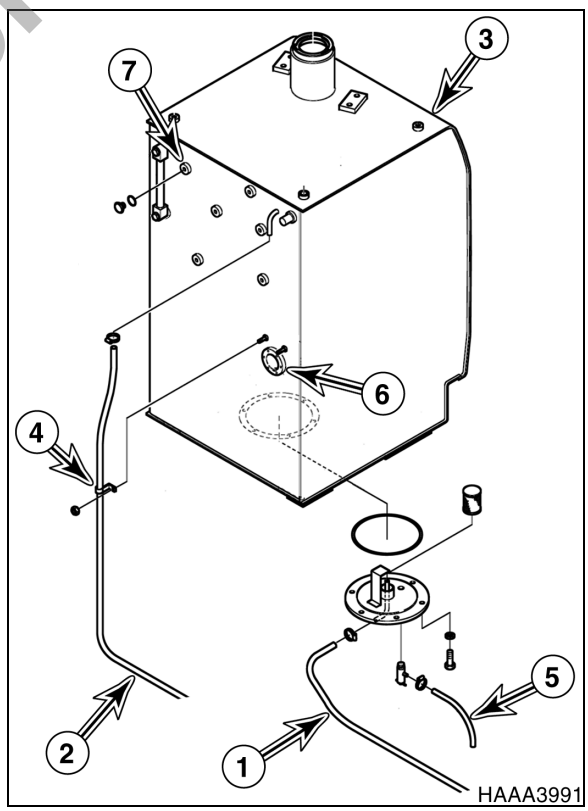

Figure 7
11. Tag and disconnect fuel supply line (1, Figure 7) and fuel return line (2) from the tank (3) and carefully drain remaining fuel from the lines.
12. Remove clamp (4, Figure 7) holding fuel return line (2) to tank (3).
13. Remove and drain line (5, Figure 7) from bottom of tank (3).
14. Tag and disconnect wires leading to fuel sensor (6, Figure 7) on side of fuel tank (3).
15. If equipped, remove components from the fuel filler pump port (7, Figure 7) on side of fuel tank (2).